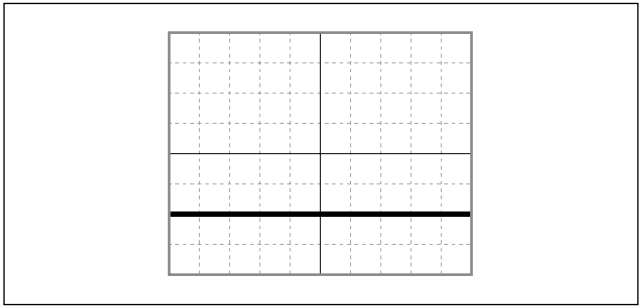

図 4-6
① オシロスコープの TIME/DIV スイッチを 200 ms にします。
② オシロスコープの CH1 の偏向感度 (VOLTS/DIV) を 500 mV/ DIV にします。
③ オシロスコープの CH1 の INPUT COUPLING スイッチを DC にします。
④ オシロスコープの CH1 のオフセットを 1 V に設定します。(図 4-6 参照)